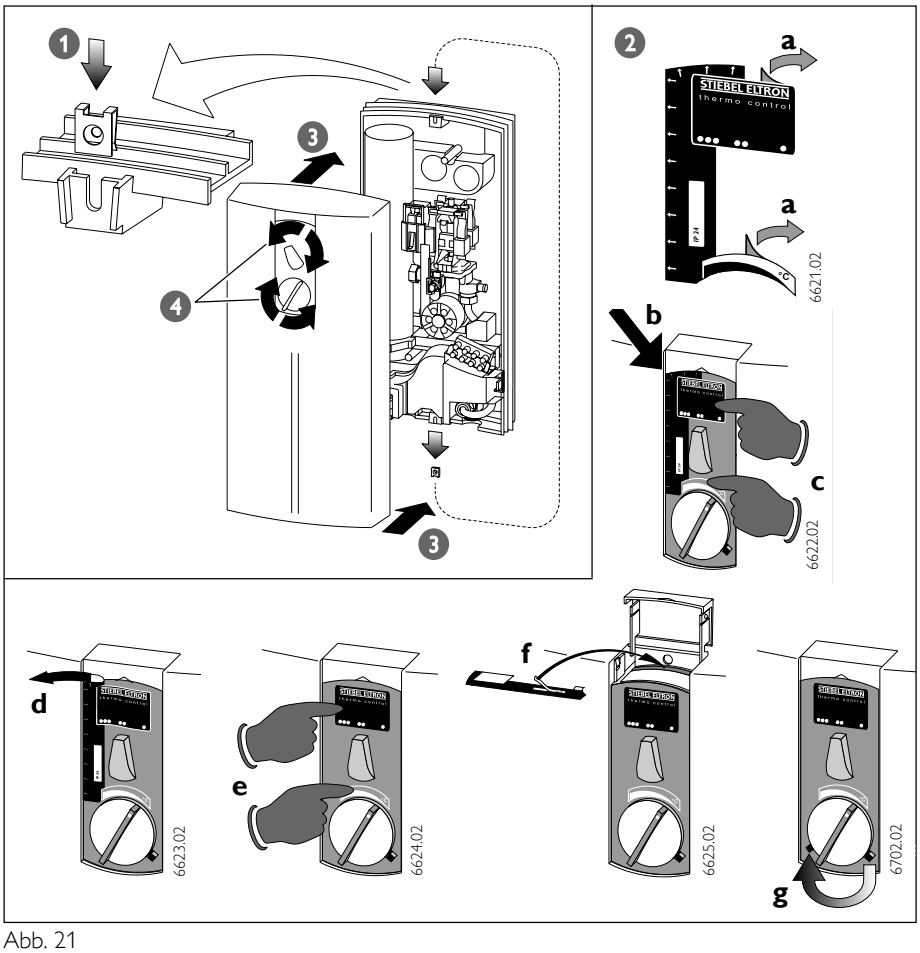

Abb. 21
• Nur bei Untertisch-Montage (Abb. 21)